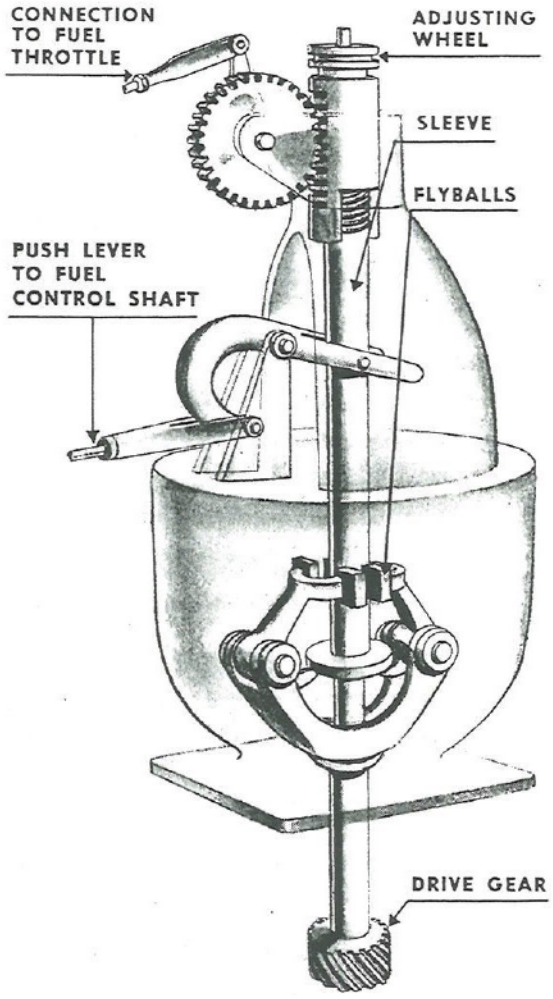

Fig. 43. Governor, Mechanical, in Full Speed Position
d. Fig. 43 shows the position of the governor when the throttle is set at full speed. The adjustment of the pinion results in increased spring tension which forces down the sleeve. The sleeve then pushes down on the sleeve washer, permitting the flyballs to close in against the shaft. This change alters the position of the yoke which, in turn, is reflected by the settings of the fuel racks on the fuel injection pumps.